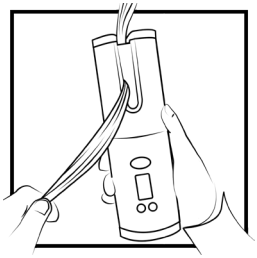
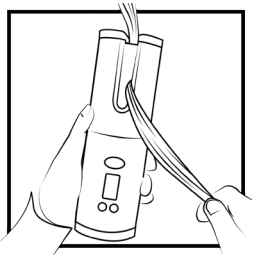

Рис. 4
Рис. 5
- Поместите прядь волос между корпусом (2) и рабочей поверхностью (1), держа ее за конец, как показано на Рис. 4, если выбрана укладка налево, и как показано на Рис. 5, если выбрана укладка направо;